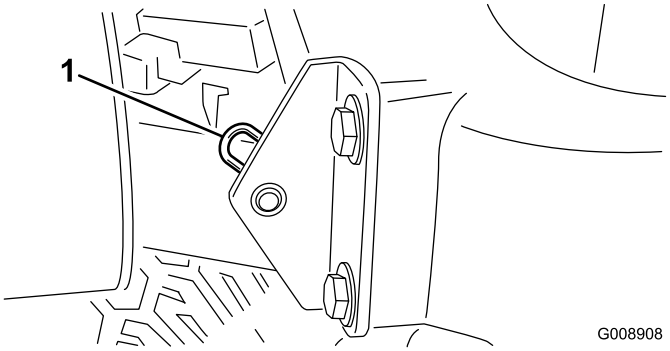

Figur 46
2. Fjern låseclipsen, der fastgør motorhjelmens drejetap til monteringskonsollerne (Figur 46).